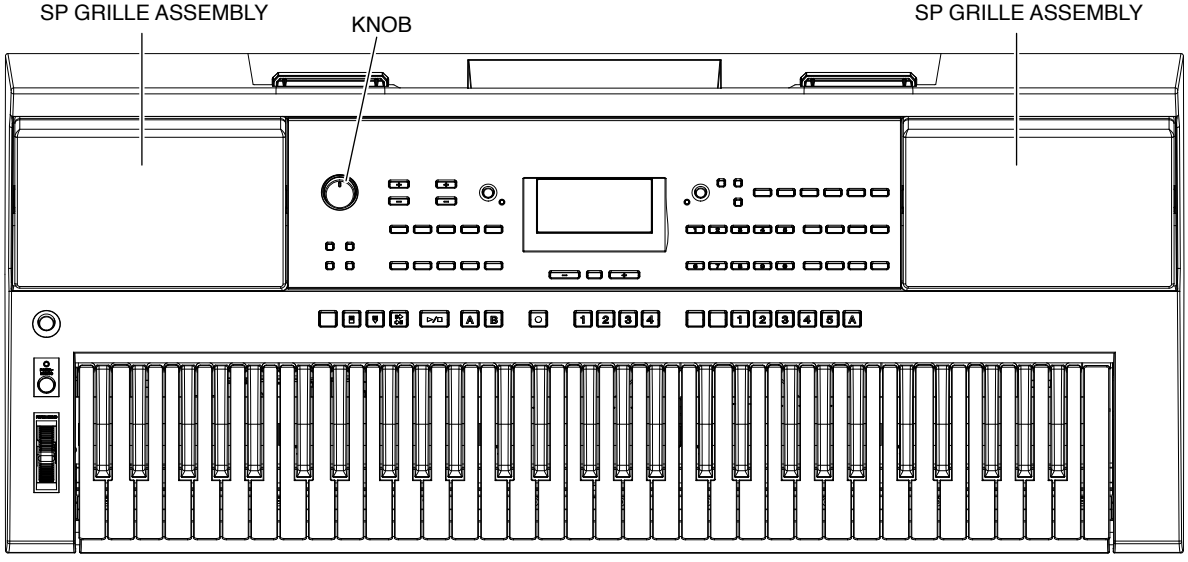
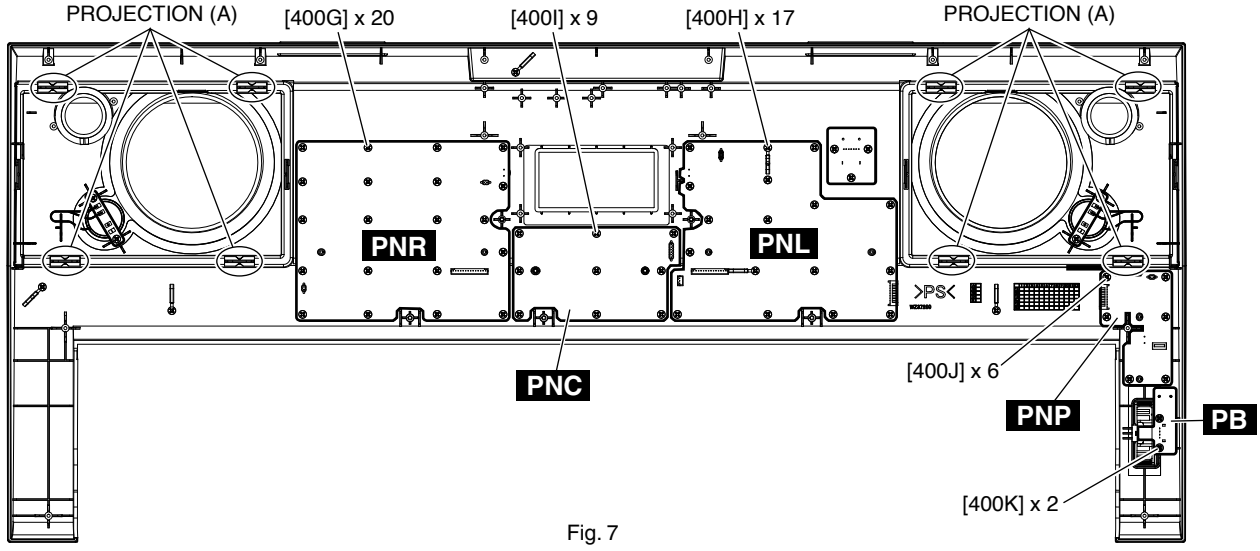

Fig. 1
Fig. 7
1-1. Remove the six (6) screws marked [80A], two (2) screws marked [90] and two (2) screws marked [100A]. The lower case assembly can then be removed. (Fig. 1)
* ***When installing the lower case assembly, first tighten the screw marked [90] and then the remaining screws. (Fig. 1)***
7-2. Set the four (4) projections [A] parallel to the groove in the upper case assembly and remove the SP grille assembly L. (Fig. 1, Fig. 7)
8-4. Remove the twenty (20) screws marked [400G]. The PNR circuit board can then be removed. (Fig. 7)
9-3. Remove the seventeen (17) screws marked [400H]. The PNL circuit board can then be removed. (Fig. 7)
10-5. Remove the nine (9) screws marked [400I]. The PNC circuit board can then be removed. (Fig. 7)
11-3. Remove the six (6) screws marked [400J]. The PNP circuit board can then be removed. (Fig. 7)
12-3. Remove the two (2) screws marked [400K]. The PB circuit board can then be removed with the wheel assembly attached. (Fig. 7)